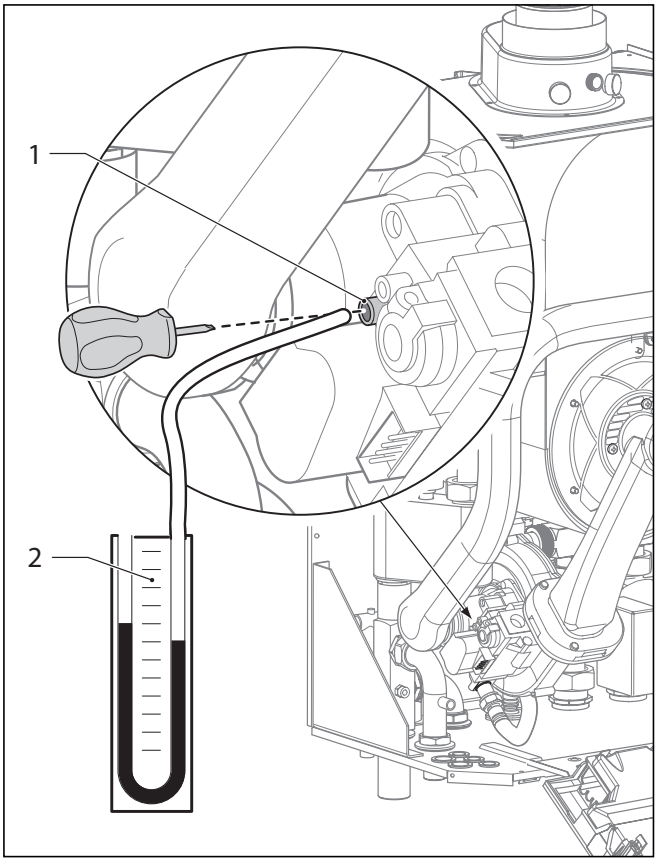

Рис. 5.3 Измерение давления на входе
При проверке входного давления соблюдайте следующий порядок действий (см. рис. 5.3):
- Снимите манометр и затяните уплотняющий винт (1, рис. 5.3) вспомогательным инструментом.